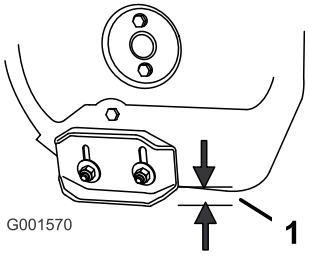

Figura 43
2. Allentate i dadi che fissano entrambe le slitte ai lati della coclea, finché le slitte non scorrono liberamente verso l'alto ed il basso (Figura 43).